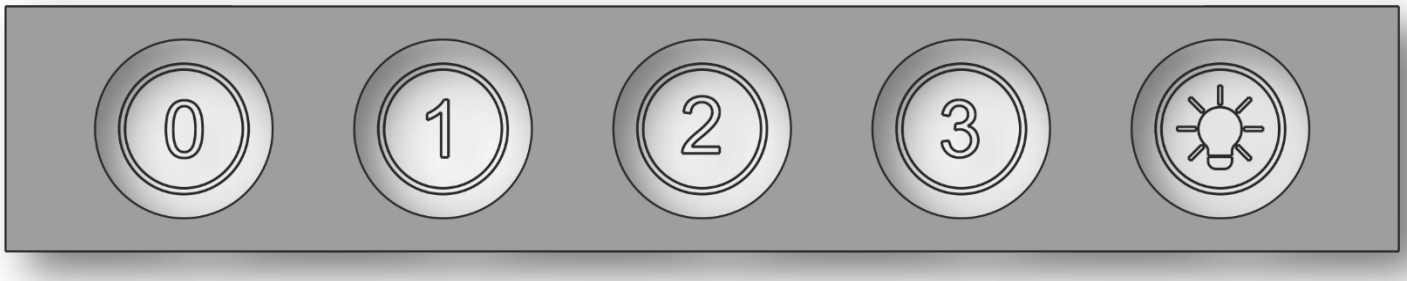

Рис.5
7.3 На нижней панели корпуса размещен механический переключатель режимов работы и включения ламп освещения (рис.5):